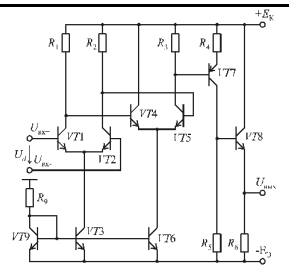

Рис. 2
72. Как осуществляется сдвиг постоянного напряжения в схемах ОУ? Покажите это на примере схем на рис. 2 и 3.
75. Как осуществляется смещение рабочих точек транзисторов в схемах на рис. 2 и 3?